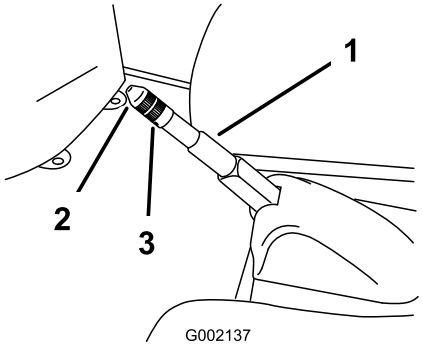

**Figure 51**
2. Loosen the set screw securing the knob to the parking brake lever (Figure 51).